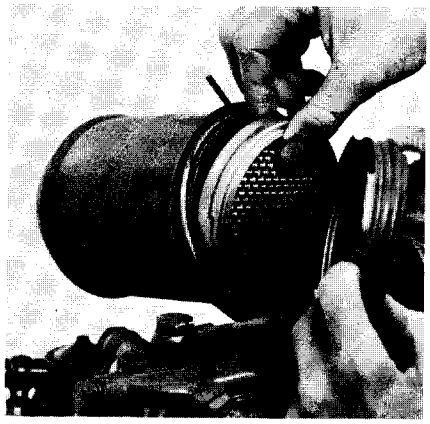

Fig. 18. Luftfilter
Luftfiltret och silen för vevhusventilationen (placerad på ventilkåpan) bör demonteras och rengöras var 100:e driftstimme, eller en gång per säsong. Använd kristallolja eller brännolja vid rengöring. Se fig. 18 och pos. 3, fig. 1 och 3.